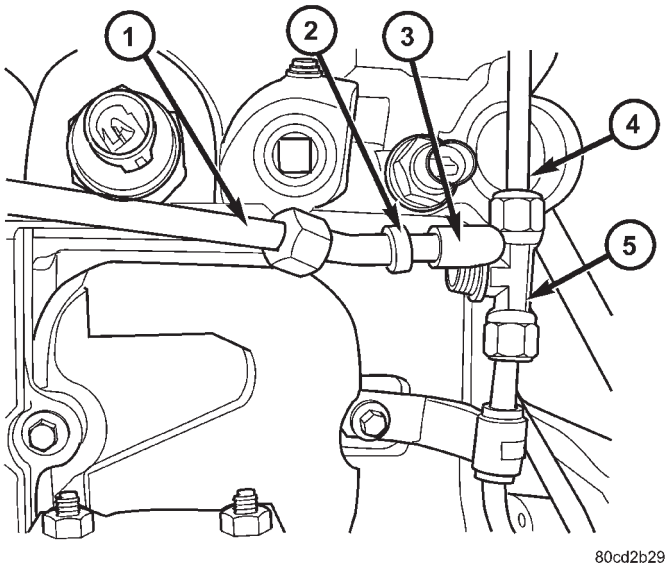

Fig. 9 "T" FITTING - FRONT DISCONNECTED
(2) Disconnect and separate VP-44 drain line at front of “T” fitting (Fig. 9). To plug / seal system, install 3/8” rubber cap to this disconnected line (Fig. 9).